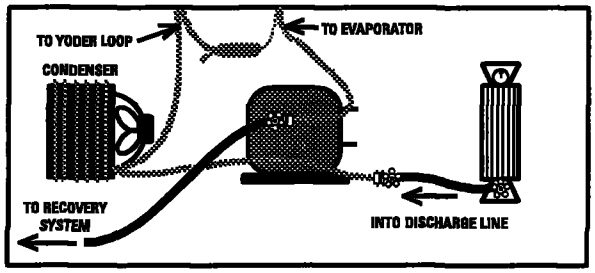
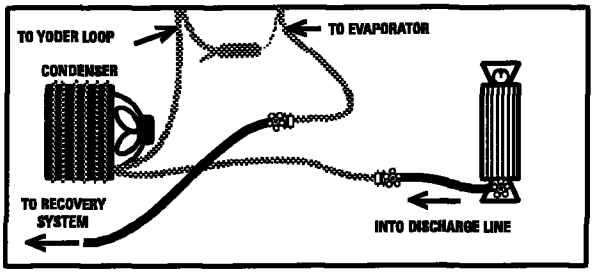
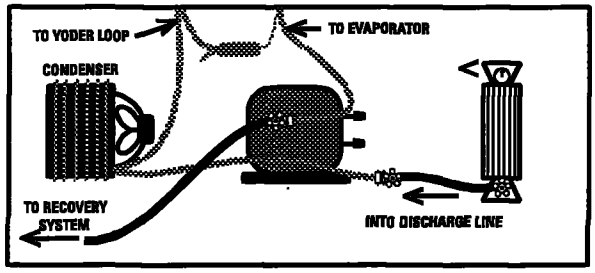

FIGURE 2
FIGURE 3
FIGURE 4
Score and break the suction line close enough to the old compressor to be able to reconnect it to the replacement compressor later. Attach a process tube adapter to the evaporator side of the suction line. Connect the hand valve and hose from the recovery equipment to this adapter ***(figure 2)***. Be certain that the pressure in the charging cylinder is about 30 p.s.i.g. above ambient temperature. Start the recovery unit and open the hand valve to the suction line. Release four (4) ounces of R134a from the charging cylinder into the system. It will take about 15 minutes for the refrigerant to pass through the condenser, yoder loop, drier, capillary tube, evaporator, suction line and into the recovery system. This 15 minutes time can be utilized to remove the old compressor ***(figure 3***) and prepare the new compressor by mounting into place and wiring electrically. Remember to leave the plugs in place until brazing ***(refer to figure 4).***